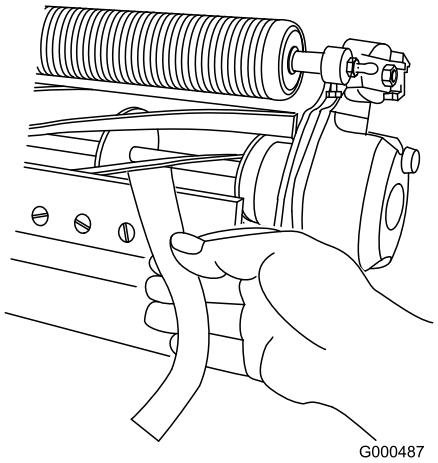

Figuur 47
11. Test de maaiprestaties door een lange strook maaitestpapier (Toro onderdeelnummer 125-5610) tussen de snijplaat en de messenkooi te steken, loodrecht op de snijplaat (Figuur 47). Draai de messenkooi traag naar voren. Het papier moet gesneden worden.